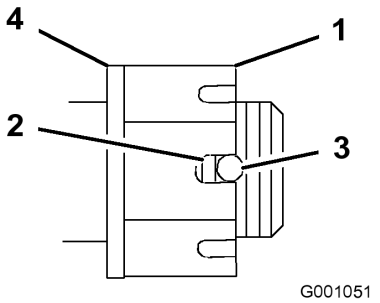

Figure 48
4. Serrez l'écrou crénelé à 170 Nm (125 pieds-livre) (Figure 48).
5. Mesurez l'espace entre la base de la fente de l'écrou et le bord intérieur du trou. On ne doit pas voir plus de deux filets (Figure 48).
7. Serrez l'écrou crénelé à 170 Nm (125 pieds-livre) (Figure 48).
8. Serrez l'écrou jusqu'à ce que la série de fentes suivante soit en face du trou de l'axe (Figure 48).